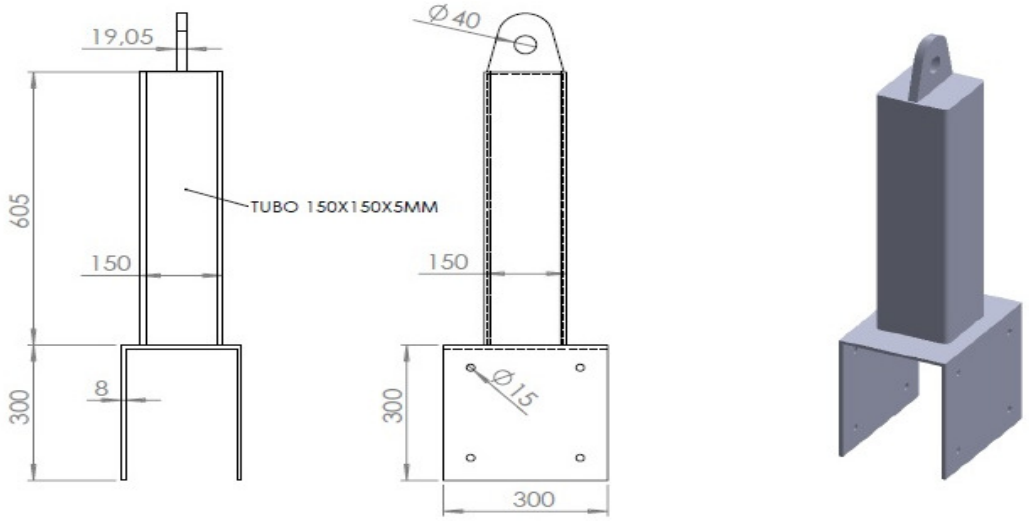

Figura 2 - Ancoragem Intermediária
- As peças de ancoragem intermediárias devem ser fabricadas conforme especificações dimensionais do projeto – figura 2.